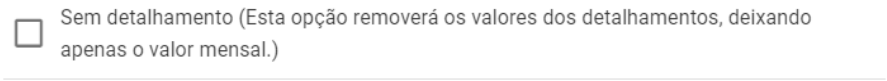

Figura 199: Sem Detalhamento
* **Sem Detalhamento (Figura 199):** Ao marcar esta caixa de seleção, o sistema removerá todos os valores existentes no painel de detalhamento para os meses selecionados, aplicando o ajuste exclusivamente no valor mensal total.